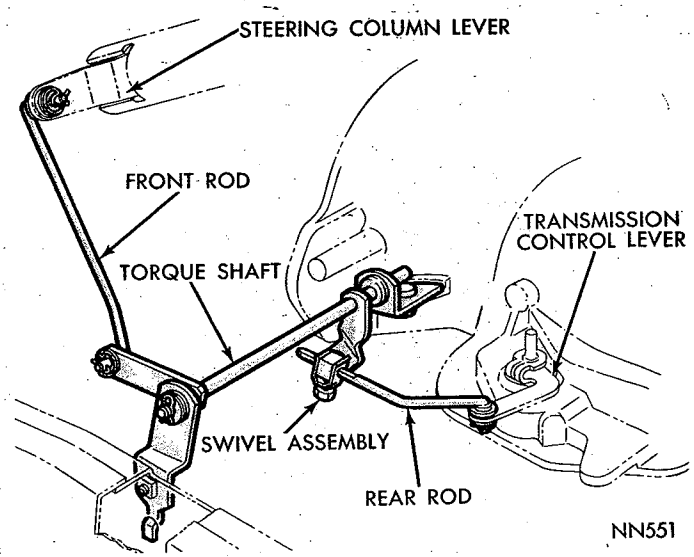

***Fig. 18—Gearshift Linkage***
(1) Place gearshift selector lever in **PARK** position and loosen control rod swivel clamp screw a few turns (Fig. 18).